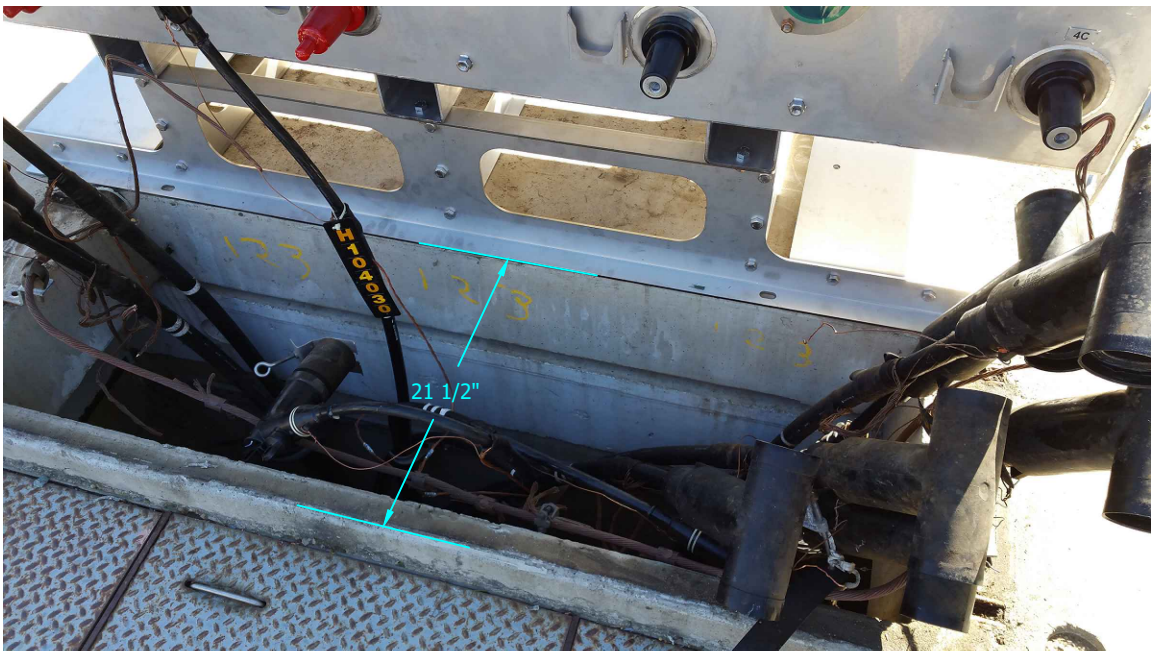

FIGURE 6
D. MOTOR OPERATOR LINKAGE REQUIRES 20-INCHES OF SPACE IN THE OPEN POSITION TO NOT IMPACT THE PADMOUNT ENCLOSURE DOORS. LEAVE 21 ½ INCHES FROM THE FACE OF THE SWITCH TO THE PADMOUNT ENCLOSURE DOORS. SEE FIGURE 6.